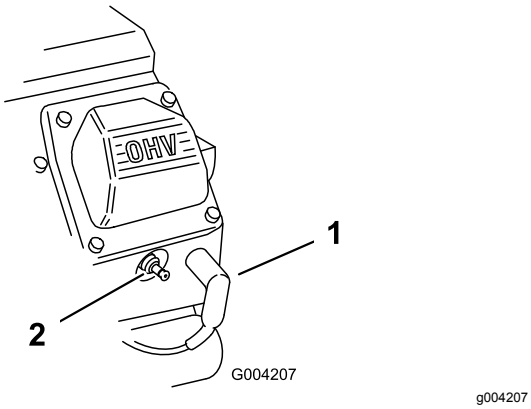

Rysunek 50
2. Odłącz przewody od świec zapłonowych (Rysunek 50).
3. Podłącz przewody do świec zapłonowych (Rysunek 50).